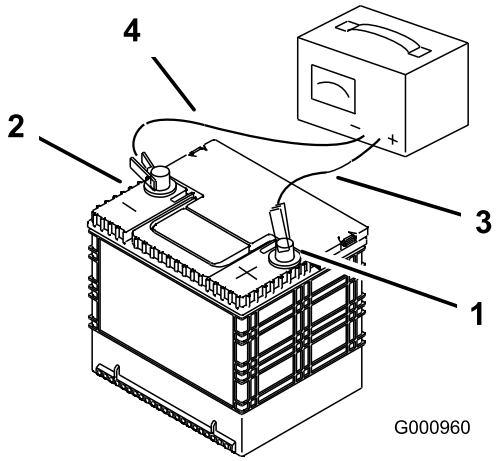

Figur 45
2. När batteriet är fulladdat ska laddaren kopplas bort från eluttaget först, och sedan ska laddningskablarna lossas från batteripolerna (Figur 45).